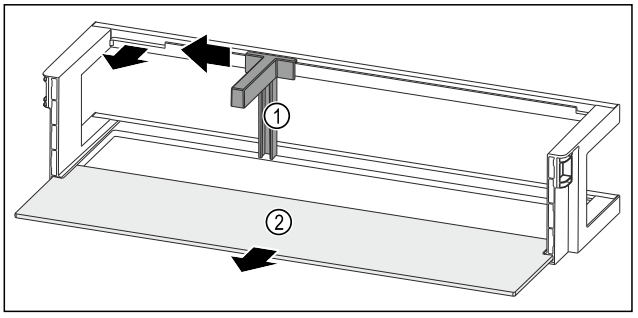

Fig. 213 Balconcino controporta con fermabottiglie e ripiano
▶ Spingere il fermabottiglie *Fig. 213 (1)* lateralmente fino all'incavo.
▶ Rimuovere il fermabottiglie *Fig. 213 (1)*.
▶ Rimuovere il ripiano *Fig. 213 (2)*.